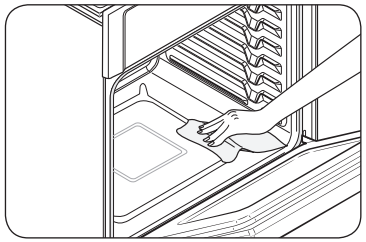

Fig. 1
- Essuyez les résidus qui se trouvent au fond du four. (Fig. 1).